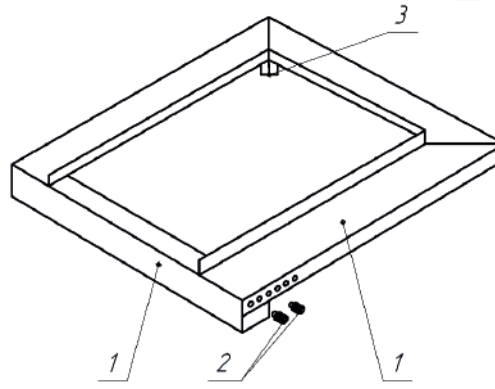

Рис.21 Схема сборки рамки под кирпич топочного агрегата Сударушка Семейная с декоративно защитным ограждением из керамического кирпича
2.3.11.1 Вокруг смонтированного топочного агрегата собрать рамку для укладки керамического кирпича из деталей поз.1 рис. 21, скрепив их ботами с шайбами и гайками поз2. Рис. 21. Установить ножки поз3. Рис21.